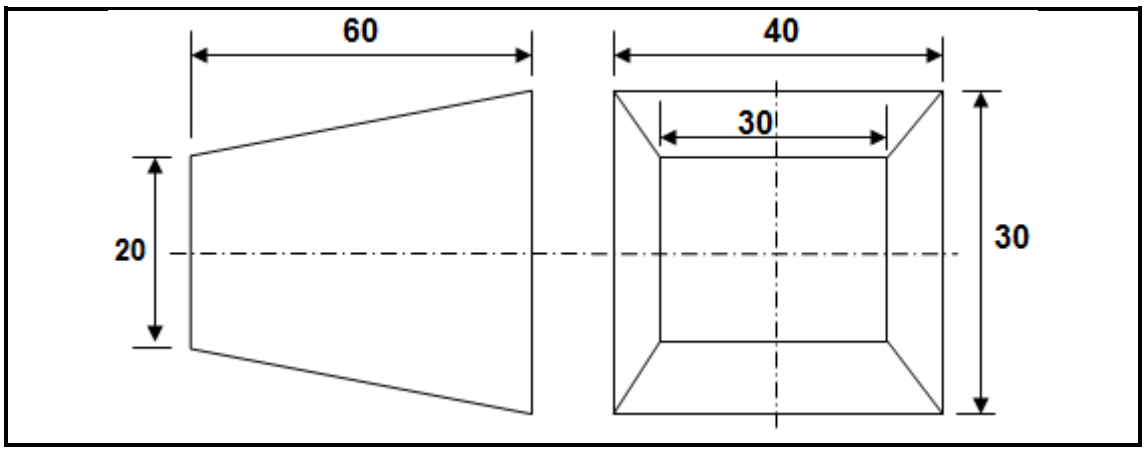

FIGURE 1
3.1 FIGURE 1 shows two views of a transition piece.